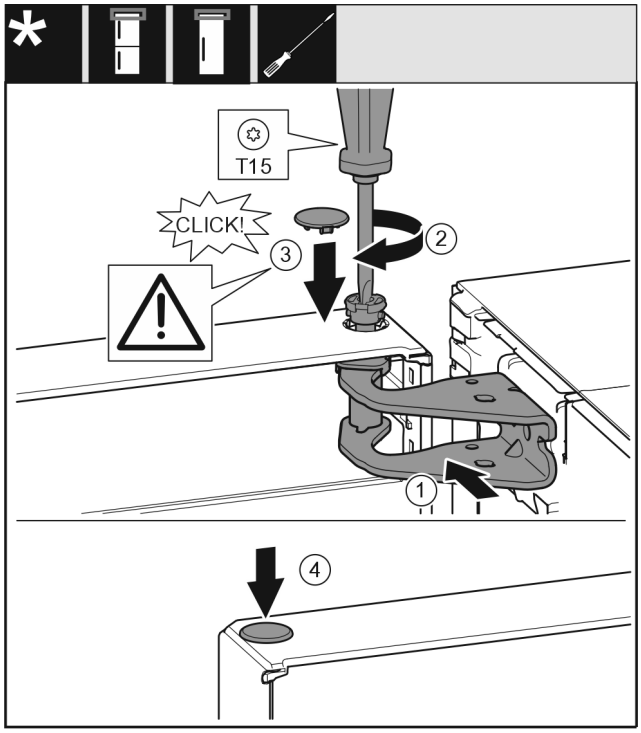

Fig. 58
- ▶ Align the top door with the opening in the swap bearing block *Fig. 58 (1)*.
- ▶ Insert the bolt *Fig. 58 (2)* and use screwdriver to tighten it.
- ▶ Insert the cover *Fig. 58 (3)*.
- ▶ Check that the cover *Fig. 58 (3)* is resting on the door.
- ▶ Insert the cover *Fig. 58 (4)*.